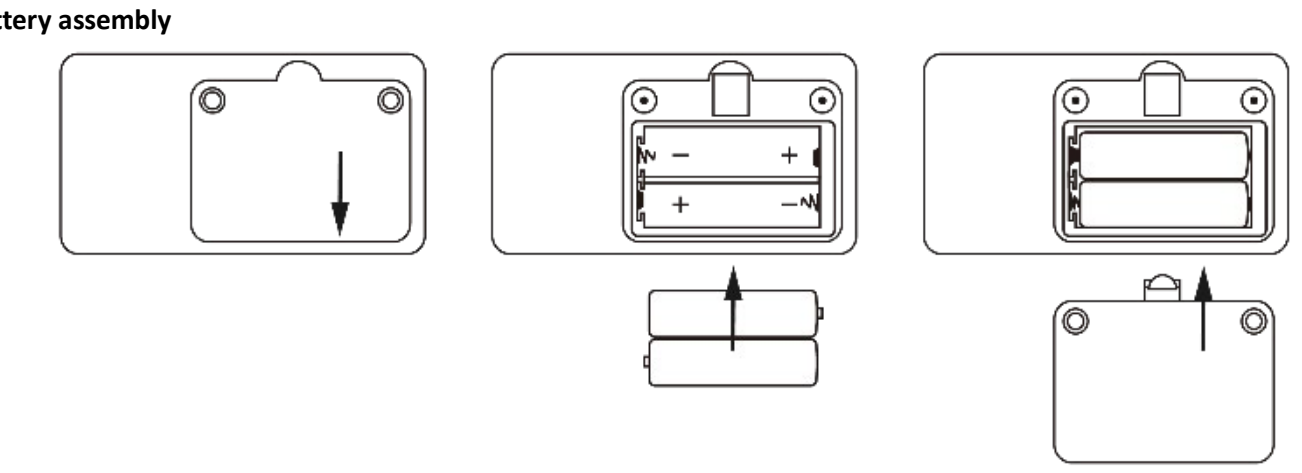

Figure 3. Batteries Assembly
A. Refer to Figure 3. Use a screwdriver to unscrew the two screws from the battery compartment on the back of the product and open the back cover of the battery compartment.